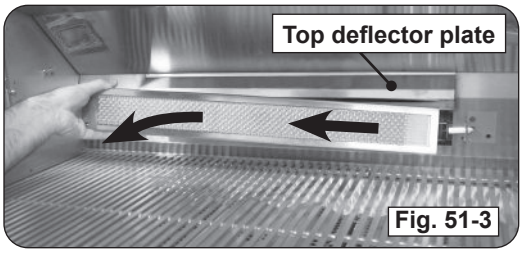

Fig. 51-3
5. Remove the backburner by lifting the left side outward and to the left. See Fig. 51-3.
Note: The top deflector plate may become loose when removing the backburner. Ensure the deflector is properly in place when reinstalling the backburner (See Fig. 51-3).